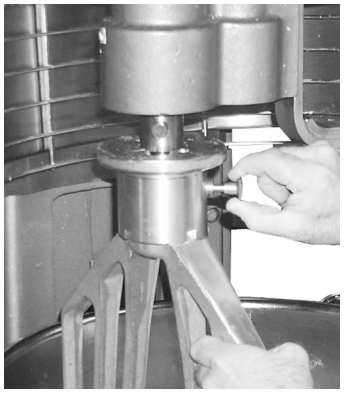

Fig. 5
3. Hold the agitator and pull the plunger of the agitator out (Fig. 5).
3. Hold the agitator and pull the plunger of the agitator out (Fig. 5). Slide agitator down off the agitator shaft.
4. Remove the agitator from the agitator shaft (Fig. 5).